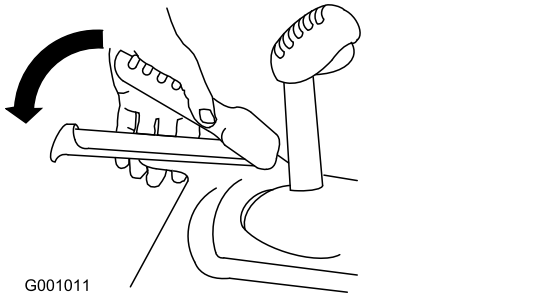

Figur 35
2. Aktiver trekkspaken, og hold den på plass (Figur 35).